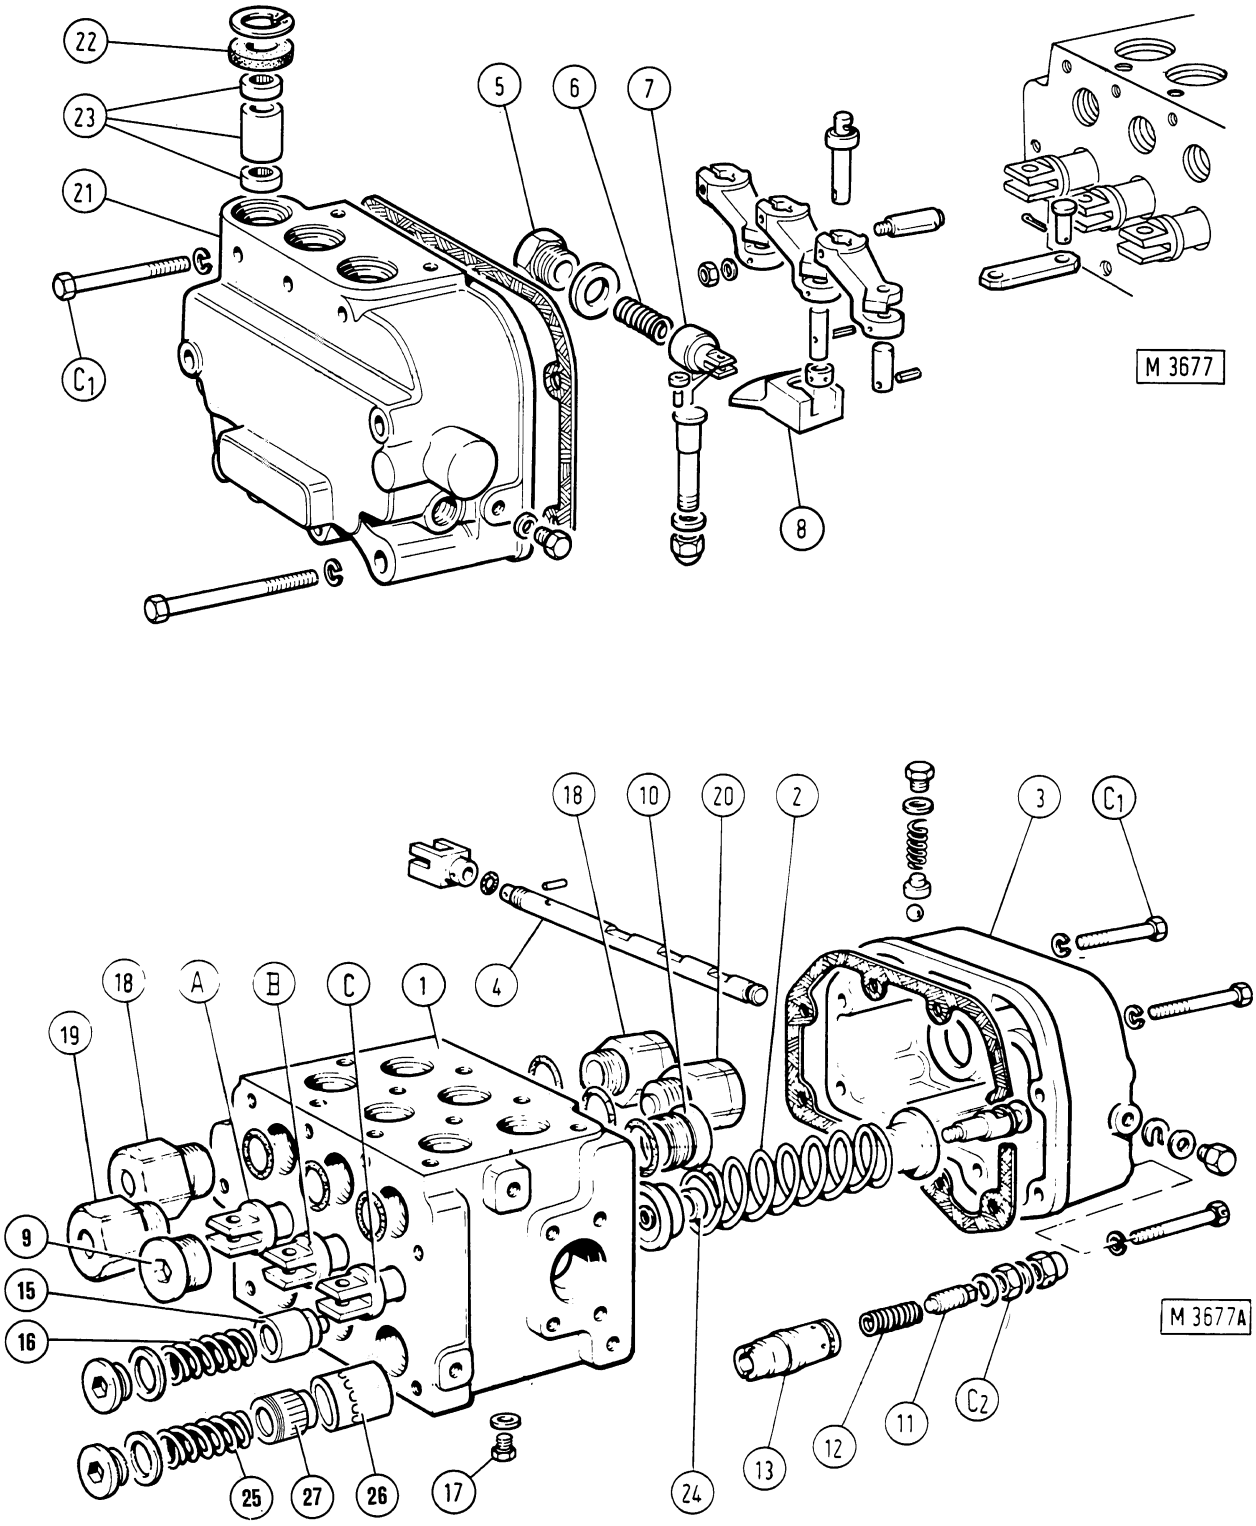

Fig. 15-12 - Equipment control valve section and components.
Take off rear cover (3, fig. 15-12).
Remove spring cup screws (28, fig. 15-12).
Remove front cover screws and take off front cover (21, fig. 15-12) with attached shafts, applying suitable reference marks to ensure correct positioning on assembly.
Remove cotters from lever pins and remove spools (A, B and C, fig. 15-12).
Remove overload valves from multiple valves (19 and 20, fig. 15-12) using tools 75290561 and 75290562 (fig. 15-14).
Install spacers (24, fig. 15-12) on spool (A) and spool (B) only.
When seal (22, fig. 15-12) replacement becomes necessary, install the new seals ensuring that they are correctly positioned as shown and fully seated against their shoulders.